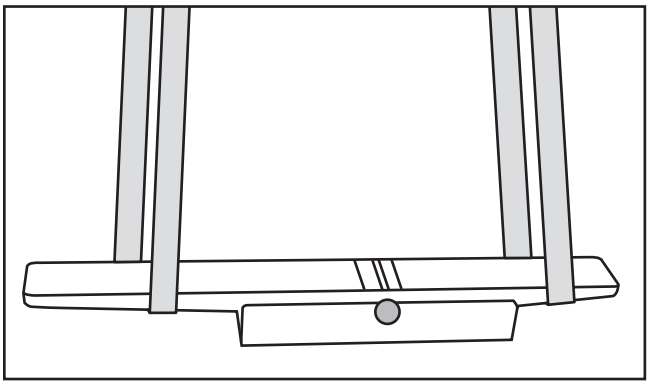

Figure 12. Lifting slings properly positioned.
6. If lifting table assembly with power lifting equipment, attach lifting slings to table assembly, as shown in **Figure 12**, and carefully place it on top of stand.